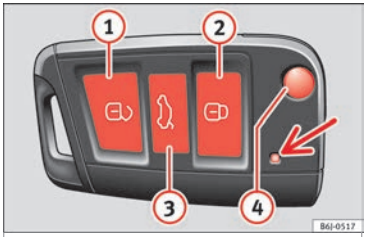

Fig. 122 Assignment of buttons on the remote control key.
By using button (4) ››› Fig. 122 on the control, the key shaft is released.
Unlocking the vehicle ››› Fig. 122 (1).
Locking the vehicle ››› Fig. 122 (2).
Unlocking the rear lid. Press button ››› Fig. 122 (3) until all the turn signals on the vehicle flash briefly. When the unlocking button (3) is pressed, you have 2 minutes to open the door. Once this time has passed, it will lock again.
Moreover, the battery indicator on the key ››› Fig. 122 (arrow), will flash.
– Press the button (2) ››› Fig. 122 on the remote control.
– Press the button (1) ››› Fig. 122 on the remote control.